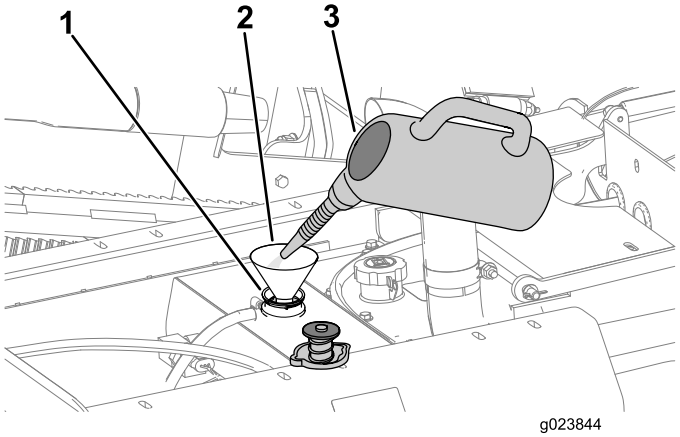

Figure 142
B. Add a cooling system cleaning solution to the to the radiator through the filler neck (Figure 142).